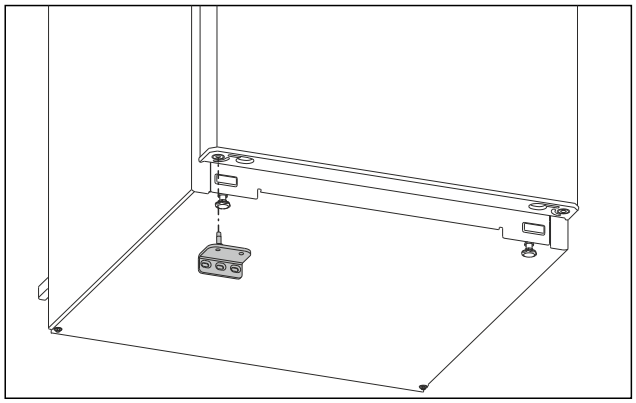

Fig. 14
▶ Sätt in undre lagerbocken på motsatta sidan. (se Fig. 14)